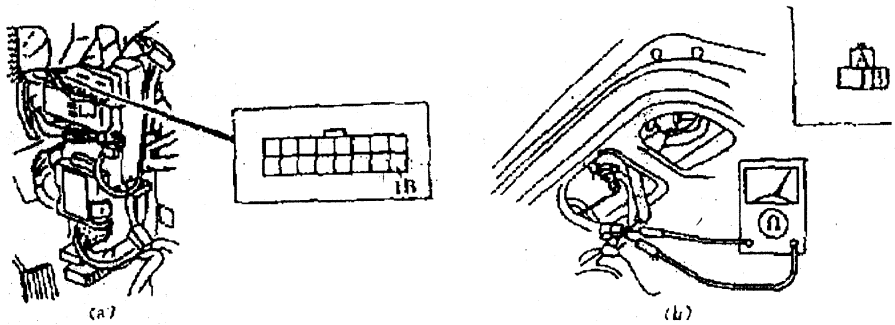

图 4－11　用钥匙打开行李厢；报警不停止的故障排除
让行李厢钥匙锁芯置于开的位置，检查线束插头的 1B 端(Y/L)和地是否相通，如图 4－11(a)所示。
在钥匙处于开的条件下检查行李厢锁芯开关的 A、B 端之间是否通，如图 4－11(b)所示。
(2)检查门锁执行器插头的通断状况,如图 4 - 12 所示。